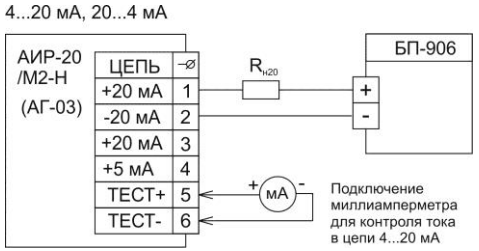

Figure 2.13
2.4.4.5 Electrical connection diagrams when using a unified current signal of 4-20 and 0-5 mA to the connector block through a cable input and a gland inlet for the AH-02 housing are indicated in Figures 2.13 - 2.19.